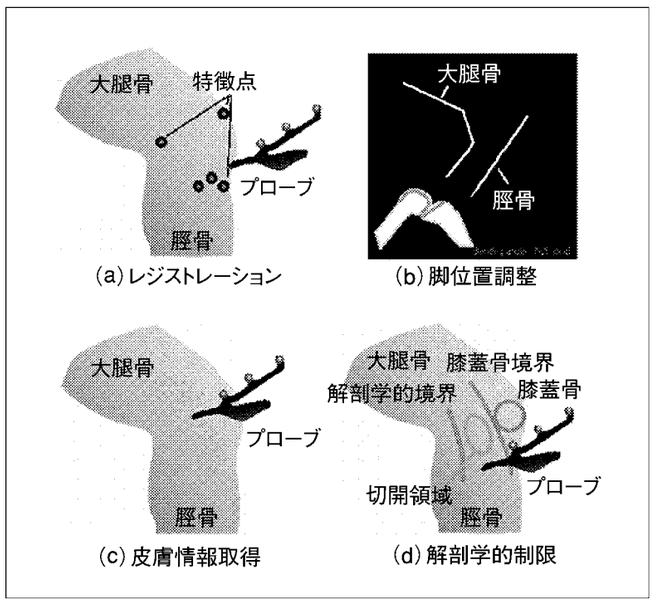

図3　関節モデルの作成
皮膚を切開する前の制約条件としては、①皮膚表面からの情報のみ得られること、②脚の屈曲角度に伴う必要切開部分が変化すること、③膝蓋骨・靭帯・神経など重要組織が存在することによる解剖学的制約などが挙げられる。そこで、図3に示すように、制約条件を考慮しながら関節のモデル化を実施する。